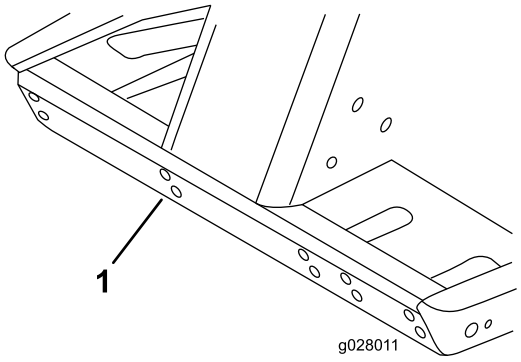

図 14
1. 図 14に示す取り付け穴を使ってトラクションユニットの前面に取り付けブラケットを取り付ける。